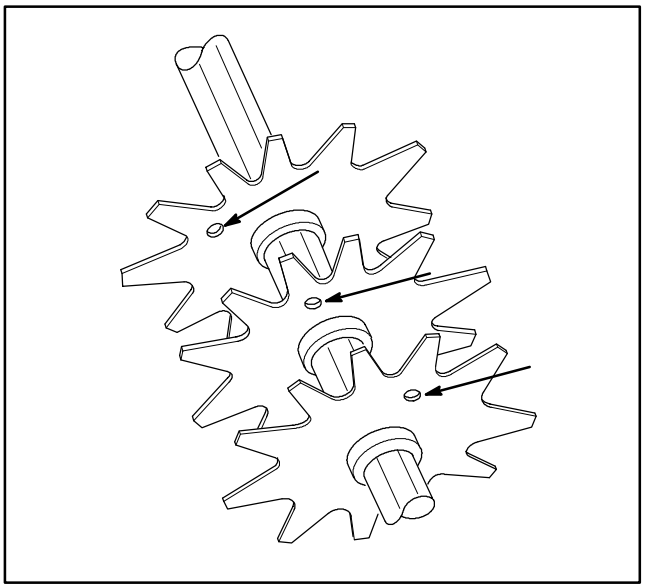

Figure 14
INSTALLING DETHATCHER BLADES (Fig. 14)
4. Install the next blade counter–clockwise so the index reference hole is not aligned with the first blade hole by one hex of the shaft (Fig. 14). Continue to install spacers and blades in this manner until the full complement of blades have been installed. When properly assembled, the blades will be staggered in such a manner to give a helix appearance.